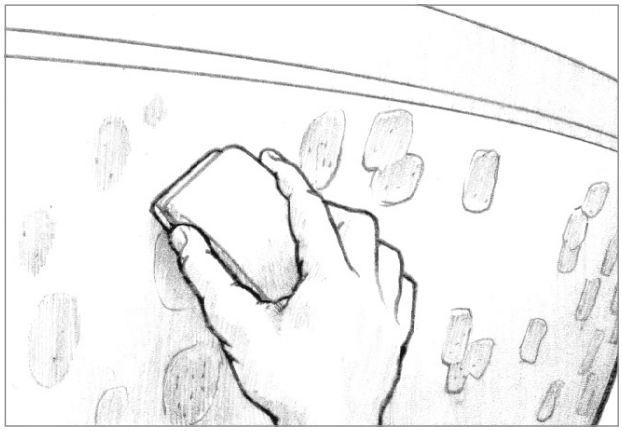

Figure 4-8 *Sand the surface fair after the epoxy/filler has cured thoroughly.*
7. Sand the surface fair following the procedures outlined in Section 6.4.2 *(Figure 4-8)*. Check for fairness. Reapply fairing compound as needed, repeating the procedure until the surface is fair and smooth.